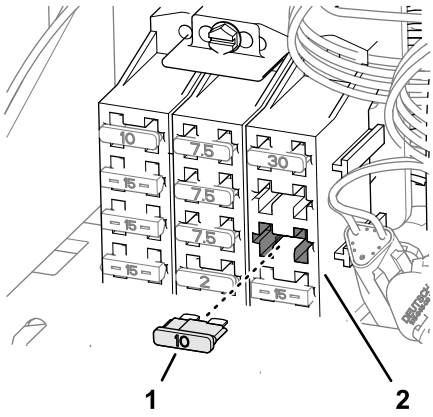

Figura 145
8. Introduzca el fusible (10 A) en el zócalo del bloque de fusibles (Figura 145) del circuito de alimentación de accesorios que utilizó en el paso 5.